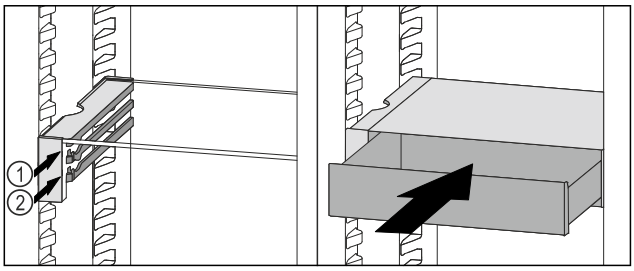

Fig. 212
▶ Așezați sertarul VarioSafe în spatele opritoarelor pe nervura dorită *Fig. 212 (1)* sau *Fig. 212 (2)*.